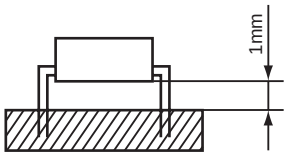

Fig. 3
(1) Temperature : Max. 260°C
(2) Time : Max. 3sec
(3) Clearance : Min. 1mm from the case edge. (Fig. 3)